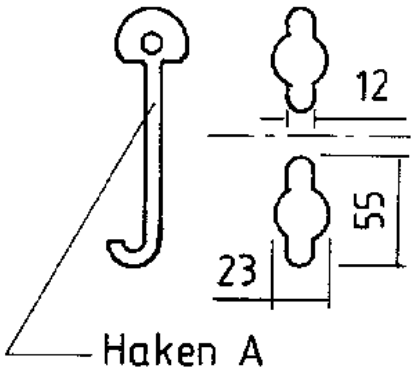
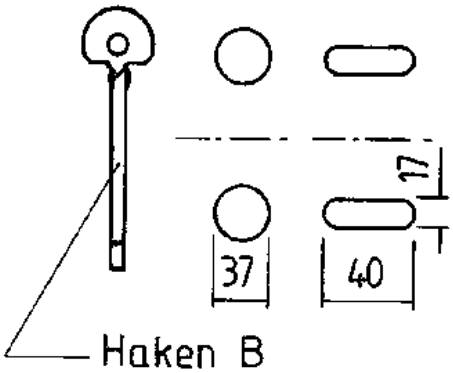

Abb. 2
Abb. 3
Zum Ausheben der Deckel werden jeweils 2 Haken benötigt. Der Haken A ist für runde Öffnungen mit beidseitigem Schlitz (Abb. 2) und der Haken B für runde Öffnungen oder Langlöcher (Abb. 3) geeignet.
- Überprüfen Sie zuerst, ob die Haken A oder B in die Öffnungen passen und den Deckel sicher greifen (Abb. 2 und 3). Ist dies nicht der Fall müssen spezielle Haken verwendet werden.